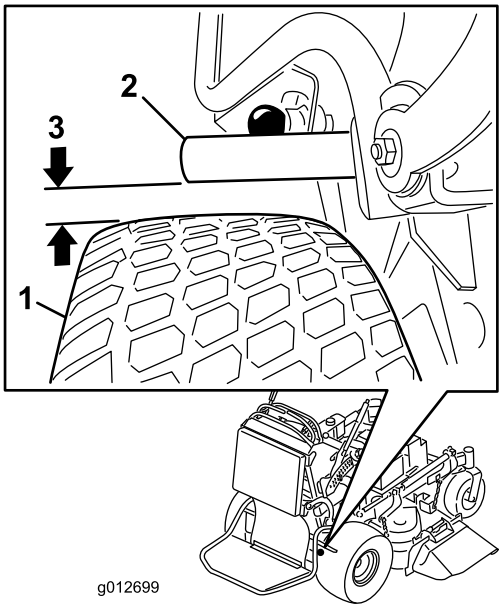

Figur 63
4. Mål afstanden mellem bremsebøjlen og dækket, mens bremsen er deaktiveret. Afstanden skal være på mellem 5 og 8 mm (Figur 63). Se Justering af parkeringsbremsen, når den skal justeres.
5. Juster gaflen. Afstanden mellem bremsebøjlen og dækket skal være mellem 5 og 8 mm. Drej gaflen op for at stramme bremsen. Drej gaflen ned for at løsne bremsen (Figur 63).